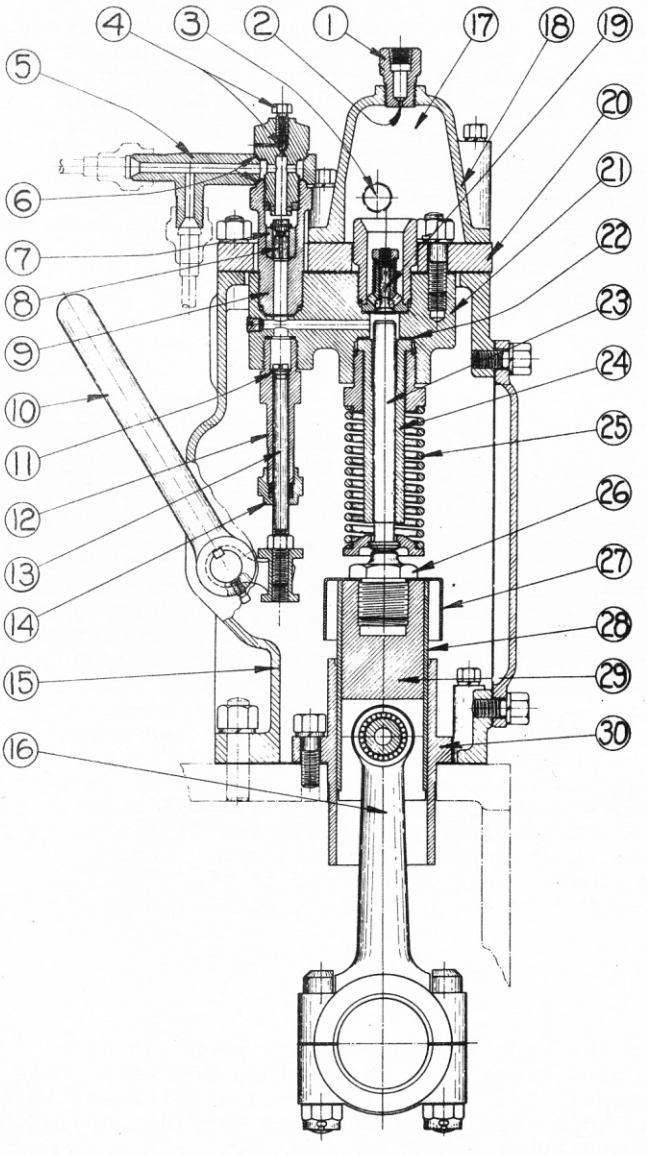

FIG. O-1
Referring to Fig. O-1 cast iron guides (30), located in holes in the centerframe and secured by capscrews, carry crossheads (29), which are actuated by the crankshaft and connecting rods (16). The bronze connecting rods have a clearance of .0005" to .0025" on their crankpins and a side play of .005" to .009". Roller bearing in the upper end of the connecting rod shown on Fig. O-1 is not used on this engine model. The wrist pin bearing is formed directly in the bronze connecting rod instead. The clearance between the connecting rod and pin is .001" to .0015". Each crosshead has a replaceable bronze sleeve (28), held in place by a shoulder on the lower end of the crosshead and by the oil guard (27) and plug (26) at the upper end. The clearance between this sleeve and the crosshead guide is .002" to .004" and if it becomes excessive new sleeves should be installed. Lubrication is by spray from the cranks.